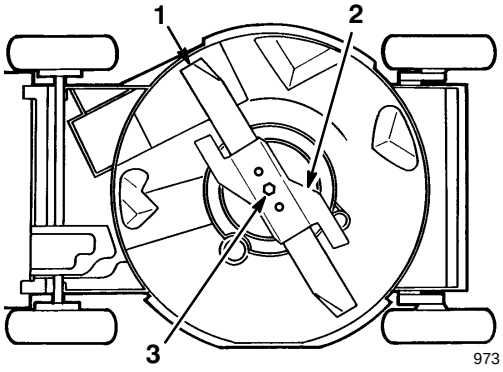

Afbeelding 20
4. Kantel de maaier op zijn linkerzijkant (Afb. 20).
Pak het uiteinde van het mes vast met een lap of een dikgevoerde handschoen. Verwijder de mesbout, de borgring, de versneller en het mes (Afb. 20).